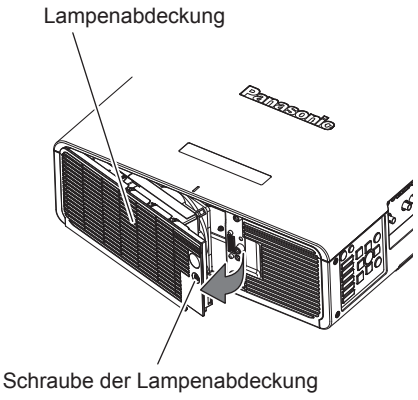

Abb. 1
2) Nehmen Sie die Lampenabdeckung ab. (Abb. 1)